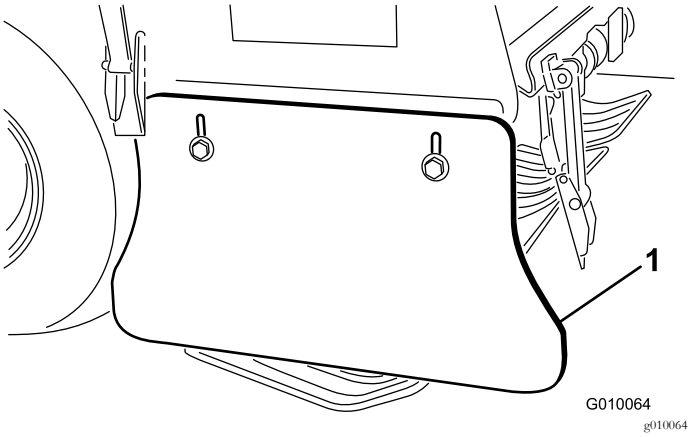

Figur 62
2. Løsne boltene og mutterne som fester sidebeskyttelsen til rammen (Figur 62).